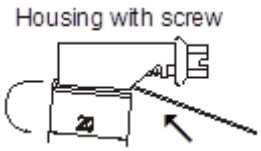

Figure 2: Strap housing.
2. Insert the strap into the housing from the screw head side, and bend a projection of 20 mm over the ridge (**Figure 2**).